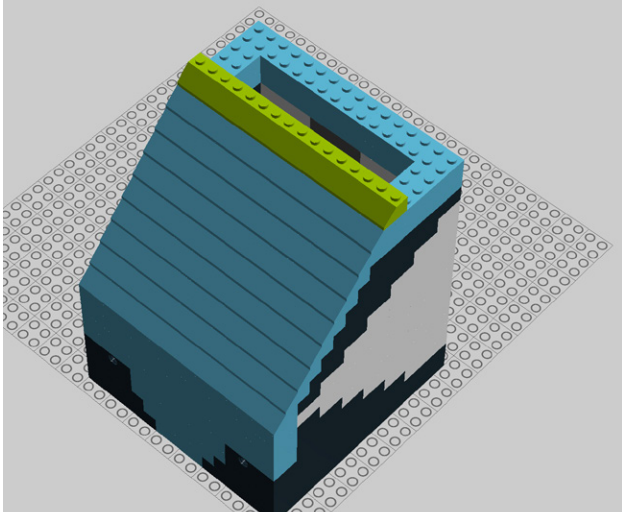

Figure 9-68. *Step 63: Will we never be done with this incline?*
63. Add five 2x2 and two 2x3 translucent slopes (Figure 9-68).